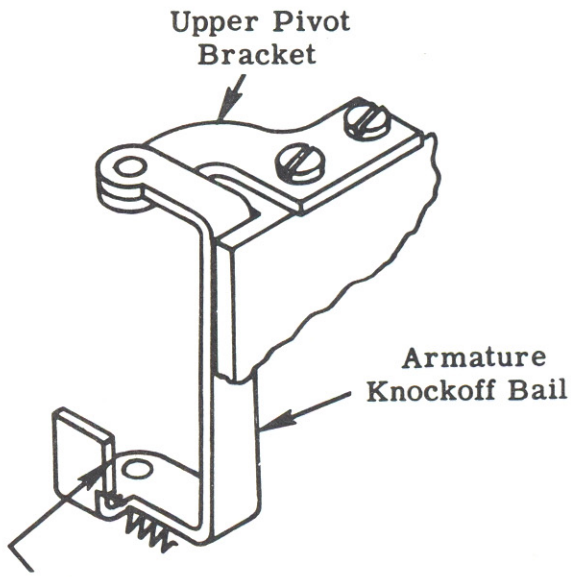

Figure 11 - Adjustment of Knockoff Bail
1. Before mounting, check the knockoff bail to be sure it moves all armatures simultaneously. Move the upper and lower pivot brackets to obtain the correct movement of the bail (Figure 11).